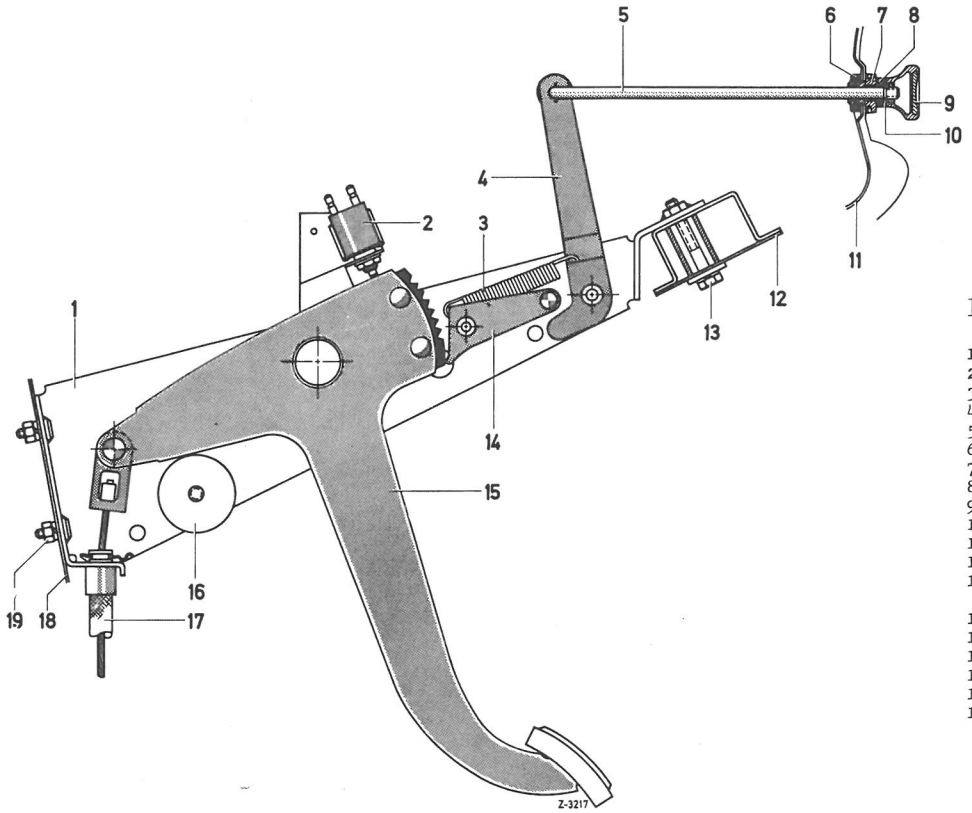

Fig. 42-14/1
2 Styretøjet drejes til fuldt indslag i venstre side, og de to sekskantmøtrikker (19) i venstre hjulkasse skrues ud (fig. 42-14/1).
6 Sekskantbolt (13) skrues af konsollen (1), og den kompl. parkeringsbremse tages af. (fig. 42-14/1).